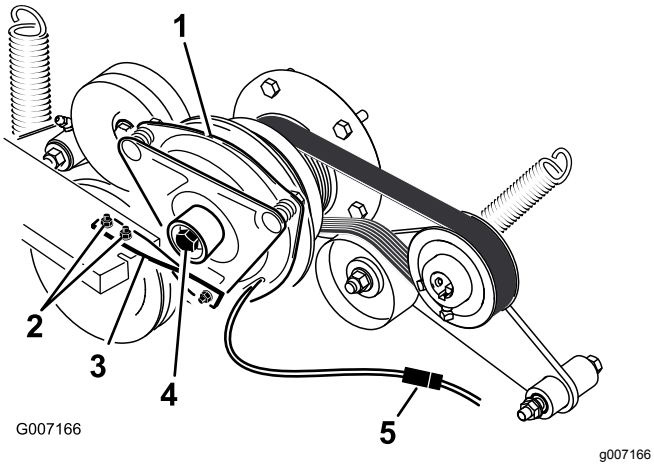

Figur 64
6. Tag koblingsstikket ud (Figur 64).
7. Fjern de to bolte, der fastholder gummikoblingsarmen til plæneklipperstellet (Figur 64).
8. Fjern den midterste bolt, der fastholder koblingen til motorens aksel, og fjern koblingen og nøglen (Figur 64).
15. Mens krumtapakslen holdes på maskinens bagende, monteres midterbolten og spændes til et moment på 68 Nm (Figur 64).
16. Monter gummikoblingsarmen på plæneklipperstellet med de to bolte og møtrikker, du fjernede tidligere (Figur 64).
18. Sæt koblingsstikket i (Figur 64).